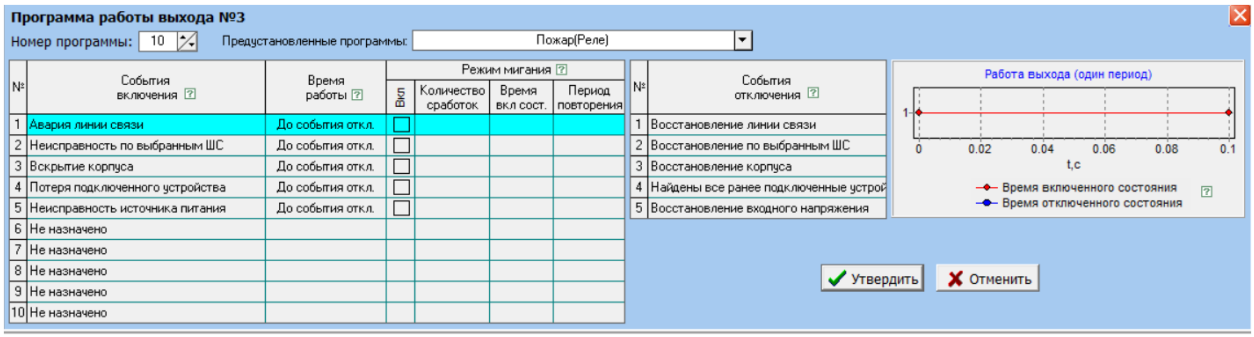

Рисунок 16
3) Релейный выход «ПВ». Это обобщенный выход «Неисправность», активирующийся при возникновении любой неисправности, регистрируемой прибором, в том числе при нарушении линий связи прибора, а также при полном отсутствии электропитания прибора. При активации снимается питание с реле. Программа 10 (рисунок 16).